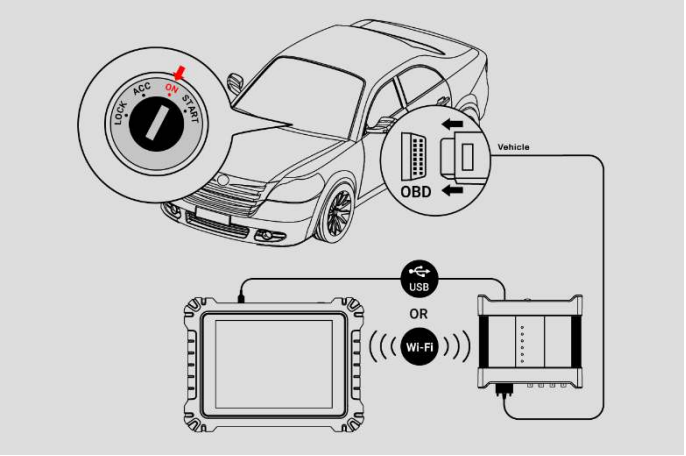

Figure 8-107 *Connection Diagram*
1. Please refer to *Figure 8-107 Connection Diagram* to complete the connection. Place the ignition in the key on position.